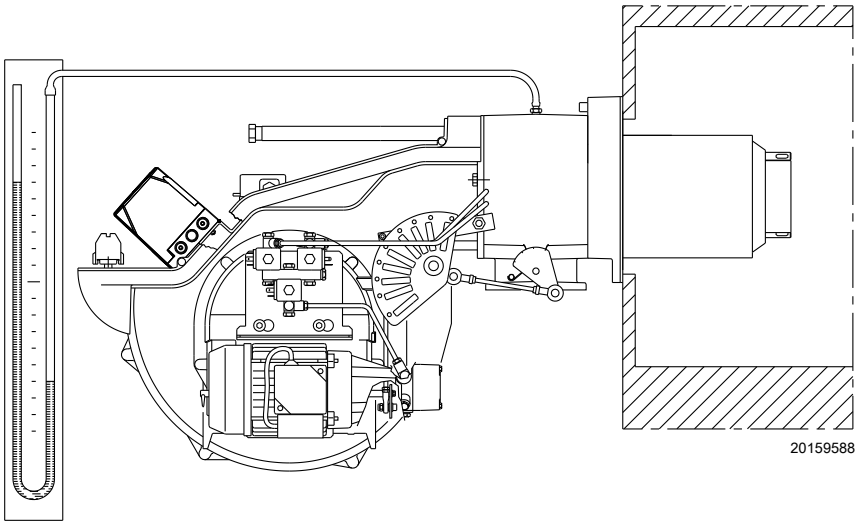

图 37
– 安装一个 U 型压力计或差压计（图 37），插座的 (+) 端为管路接口的燃气压力，(-) 端在炉膛内。
燃气到达管路接口处时会显示在 U 型压力表（图 37）上。
参考数值一般可在 表 L 第 28 页中查到；在压力表上读出燃气压力(见 图 37 第 33 页)并按所示进行操作。